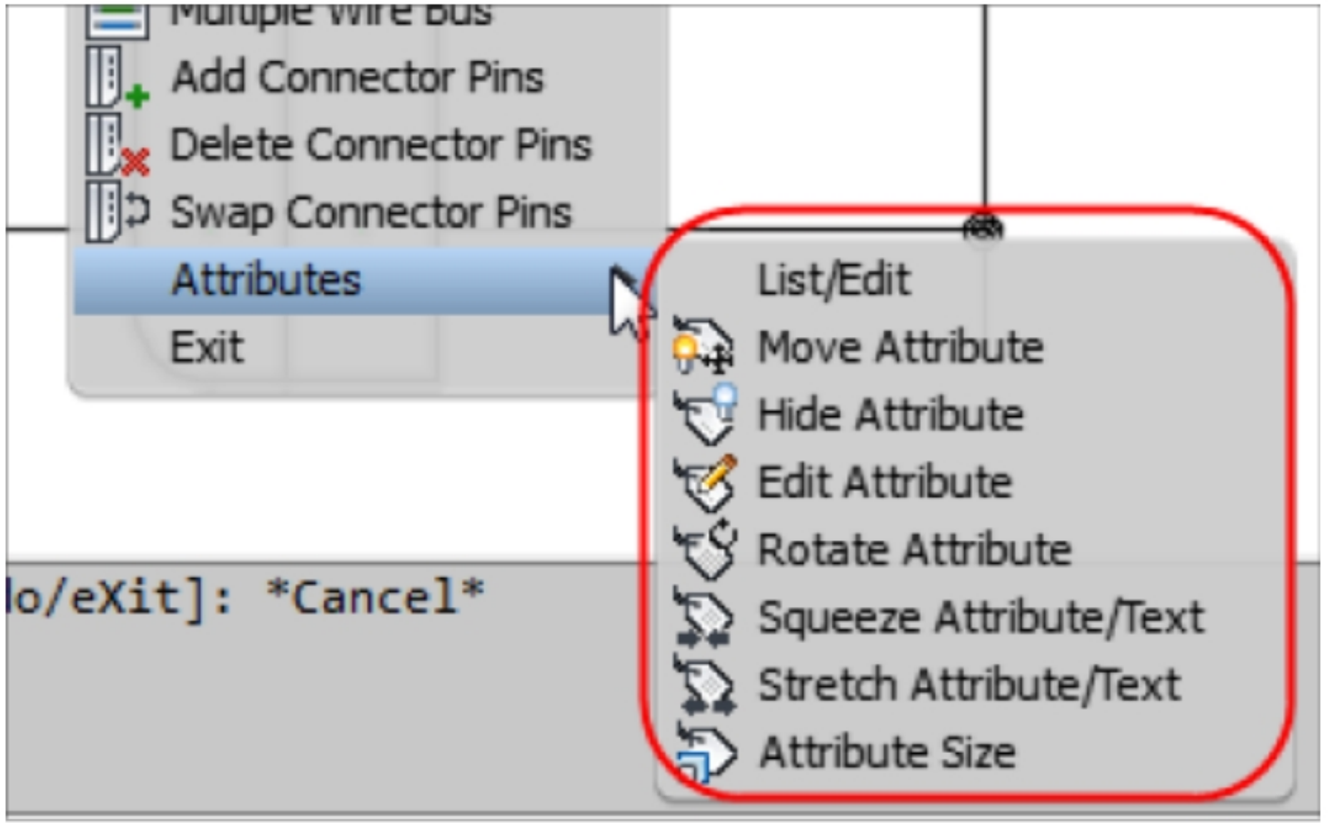

Figure-35. Cascading menu for attributes
- Move the cursor on the **Attributes** option in the menu. A cascading menu will be displayed; refer to Figure-35.